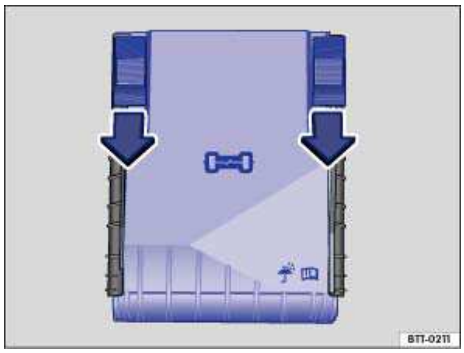

**Fig. 193** In the engine compartment: Fuse box cover.
- Move the release buttons in the direction of the arrows ⇒ fig. 193 to unlock the fuse box cover.